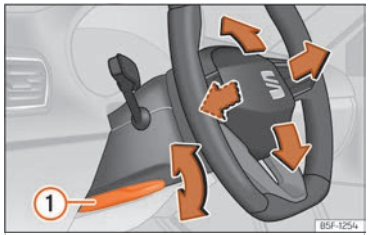

Fig. 71 Lever in the lower left side of the steering column.
- Pull lever ››› Fig. 71 ① down, move the steering wheel to the desired position and lift the lever back up until it locks.
- **After adjusting the steering column, push lever ››› Fig. 71 ① firmly upwards so that the steering wheel does not accidentally change position while driving.**